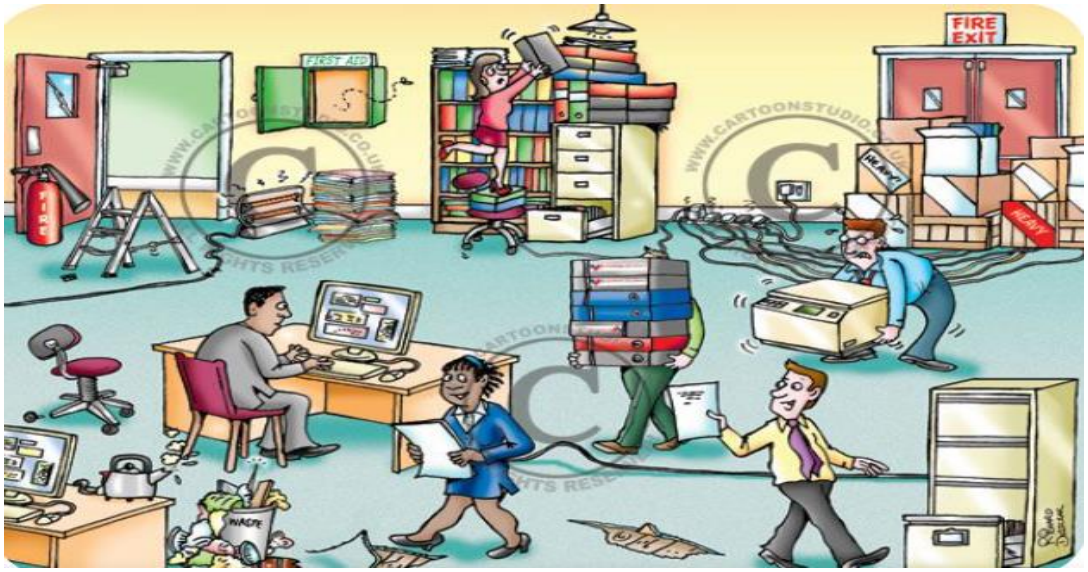

FIGUUR 1
1.2.1 Bestudeer FIGUUR 1 en identifiseer VYF onveilige aksies. (5)
1.2.2 Bestudeer FIGUUR 1 en identifiseer VYF onveilige toestande. (5)